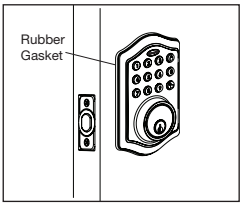

Figure 1a
b. Check that the Rubber Gasket is properly seated on the Exterior Assembly (Figure 1a).